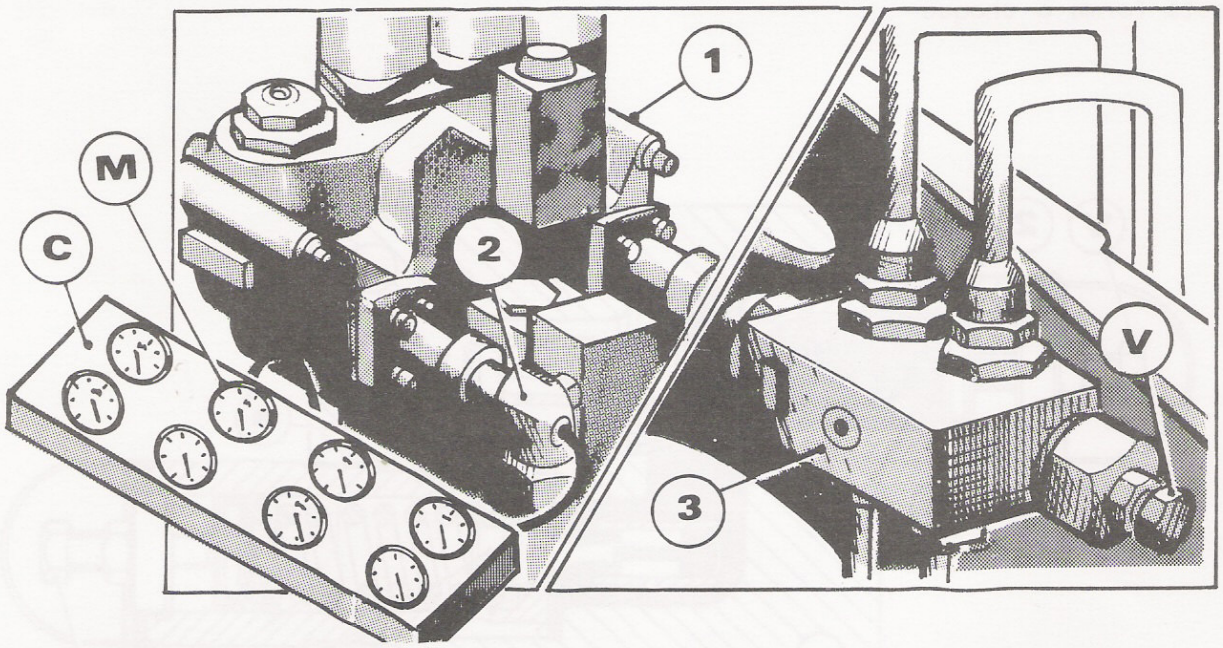

Fig. 20 REGULAGEM DA VÁLVULA AMORTECEDORA NA MÁQUINA
As duas válvulas amortecedoras estão incorporadas num único bloco e colocadas sobre as tubulações de comando motor de giro estrutura superior, Fig. 20 (3).
- conectar o manômetro (M, fig. 20) à tubulação de envio pressão ao corpo distribuidor de três seções usando a conexão.